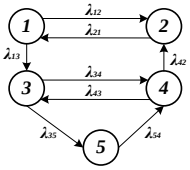

Рис. 9
22. Размеченный граф состояний системы имеет вид, показанный на рис. 9. Написать уравнения Колмогорова для вероятностей состояний и указать, при каких начальных условиях их нужно решать, если в начальный момент система *S* с вероятностью *1/2* находится в состоянии ***1*** и с вероятностью *1/2* - в состоянии ***2***.